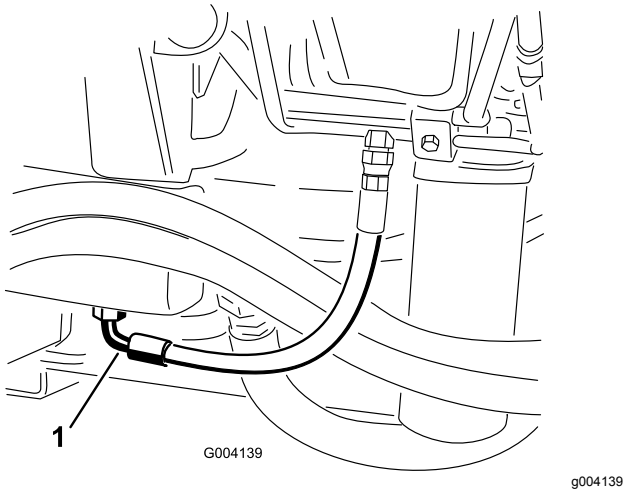

Figur 67
3. Anbring en stor bakke under stykket, der sidder i bunden af hydraulikvæskebeholderen (Figur 67).